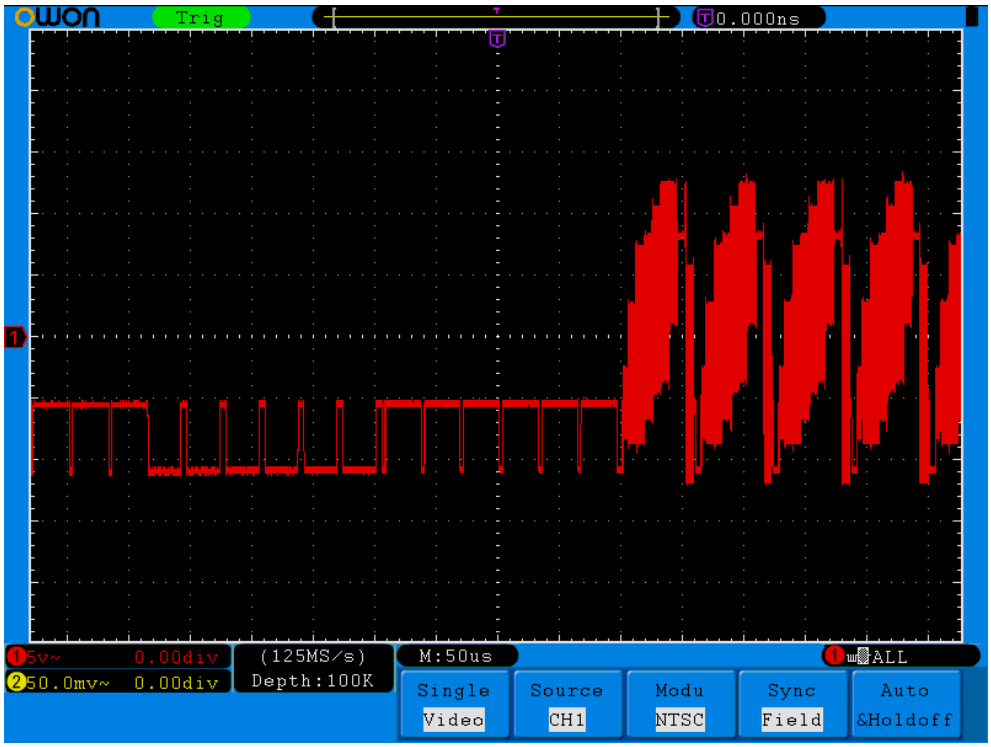

Рисунок 7-7 Осциллограмма сигнала с запуском по кадровому синхроимпульсу
(1) Нажмите кнопку **Trigger** для отображения меню настроек запуска.
(2) Нажмите кнопку **H1** для отображения меню типа запуска.
(3) Нажмите кнопку **F1** для выбора типа **Single**.
(4) Вращением регулятора **M** выберите **Video** в качестве режима.
(5) Нажмите кнопку **H2** для отображения меню источника запуска.
(6) С помощью кнопки **F1** выберите **CH1** в качестве источника.
(7) Нажмите кнопку **H3** для отображения меню **Modu**.
(8) С помощью кнопки **F1** выберите стандарт **NTSC**.
(9) Нажмите кнопку **H4** для отображения меню **Sync**.
(10) С помощью кнопки **F2** выберите **Field**.
(11) С помощью регуляторов **VOLTS/DIV**, **VERTICAL POSITION** и **SEC/DIV** получите нужное отображение формы сигнала (см. рис. 7-7).